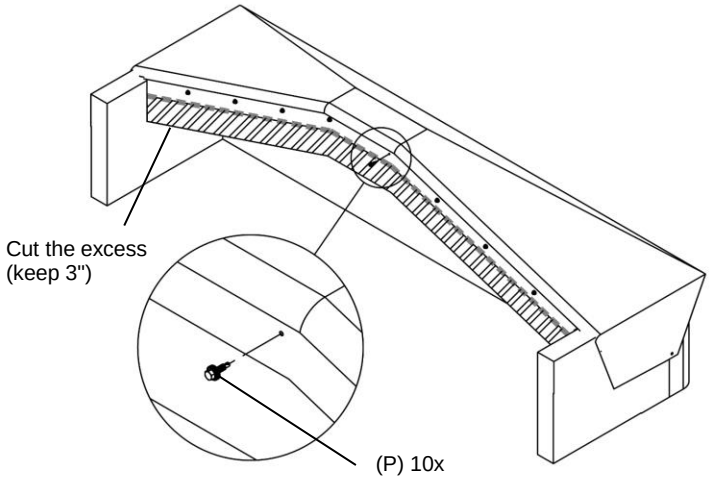

Figure 3
3. **Figure 3.** Install the 10 screws (P) in the previously drilled holes.